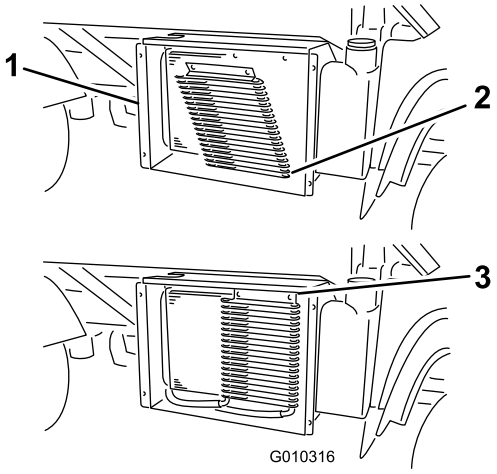

**Figur 57**
3. Roter låsen og drej oliekøleren væk fra køleren (Figur 57), hvis det er monteret således.